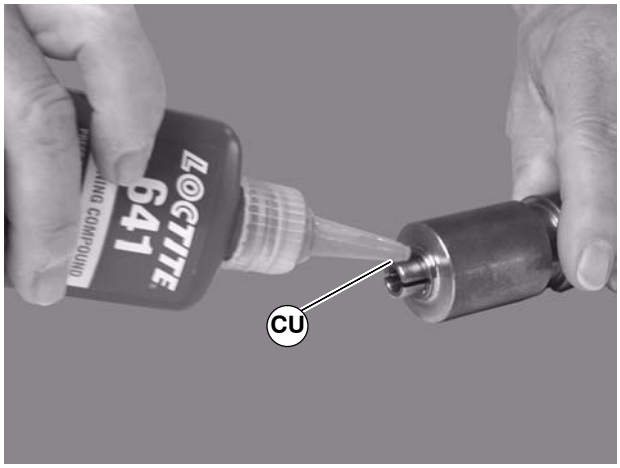

Figure 54
1. Apply a small amount of Loctite 641, or equivalant, to the outside of stub shaft (CU of Figure 54).